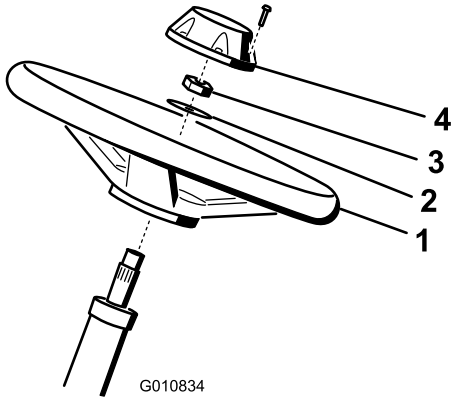

Figuur 5
1. Schuif het stuurwiel op de stuuras (Figuur 5).
2. Schuif de ring op de stuuras (Figuur 5).
3. Zet het stuur vast op de as met een borgmoer en trek die aan tot 27-35 N·m (Figuur 5).
4. Plaats de dop op het stuurwiel en bevestig deze met 6 bouten (Figuur 5).